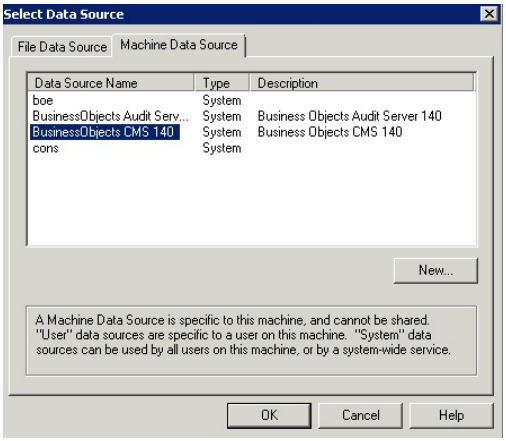

Figure 6.58 – Select Data Source - Machine Data Source Tab
1. On the Select Data Source window, select **boe**. See Figure 6.58 on page 6-40.